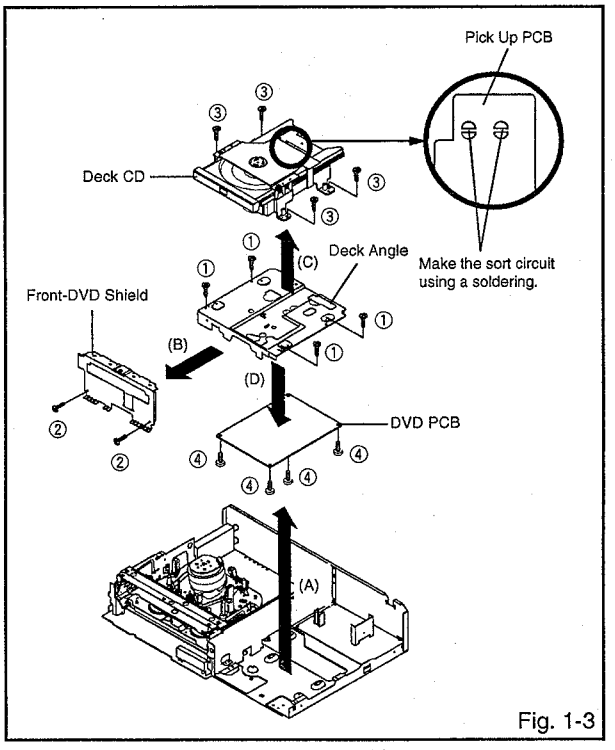

Fig. 1-3
1-3: DECK CD AND DVD PCB (Refer to Fig. 1-3)
1. Make the short circuit on the position as shown **Fig. 1-3** using a soldering. If you remove the Deck CD with no soldering, the Laser may be damaged.
3. Remove the 4 screws ①.
4. Remove the Deck Angle in the direction of arrow (A).
5. Remove the 2 screws ②.
6. Remove the Front-DVD Shield in the direction of arrow (B).
7. Remove the 4 screws ③.
9. Remove the Deck CD in the direction of arrow (C).
10. Remove the 4 screws ④.
11. Remove the DVD PCB in the direction of arrow (D).